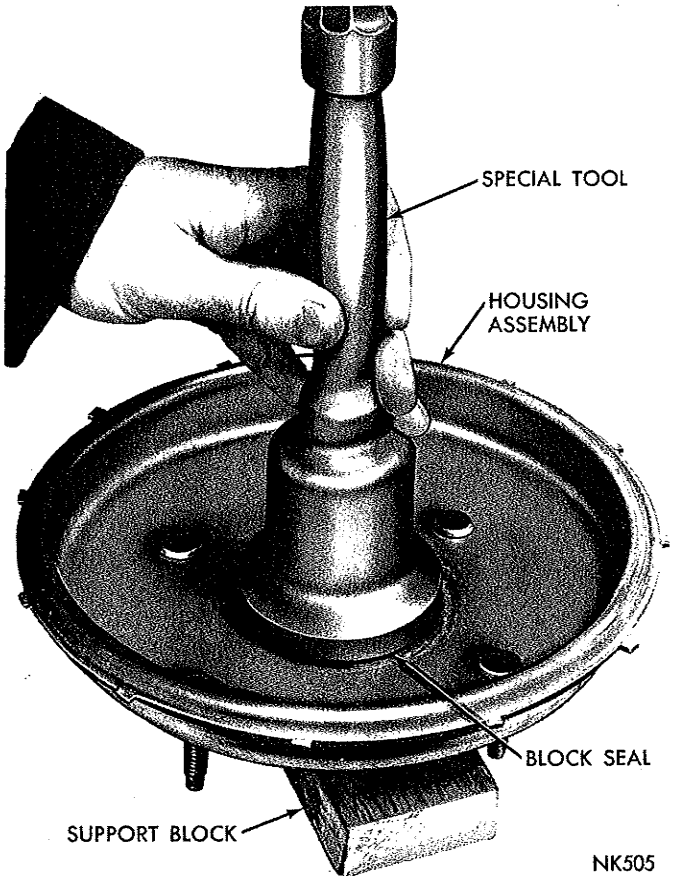

*Fig. 13—Installing the Block Seal in the Housing*
(1) **With housing blocked** to prevent bending, drive block seal into housing, using Tool C-3205 (Fig. 13).